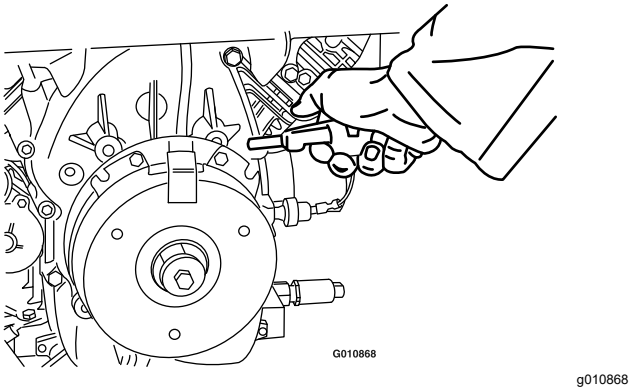

Figur 77
3. Brug en luftkompressor til at blæse snavs ud under bremsestangen og omkring bremseafstandsbøsningerne (Figur 77).